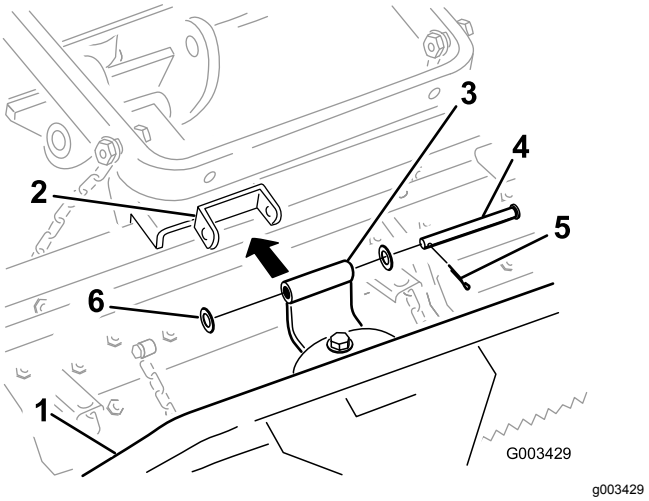

Bild 4
2. Verbinden Sie die Schwenkhalterung mit dem Zahnrechen, wie in Bild 4 dargestellt.